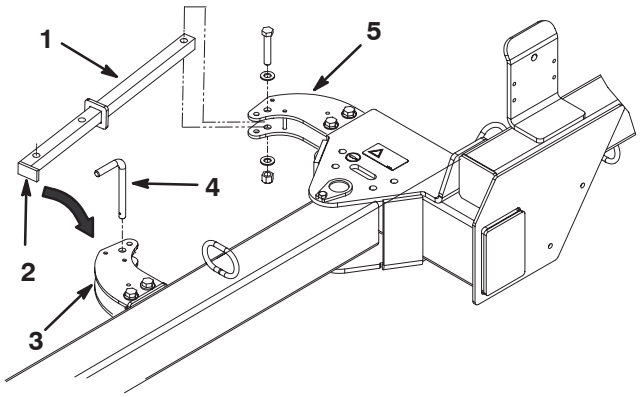

Figura 4
5. Fissate il braccio dell'attuatore alla linguetta dell'attuatore usando una vite a testa cilindrica da 1/2–13 x 2–3/4 poll. di lunghezza, due rondelle piane da 0,531 x 0,063 poll. e un dado di bloccaggio da 1/2–13. Collocate i componenti come illustrato nella Figura 4.